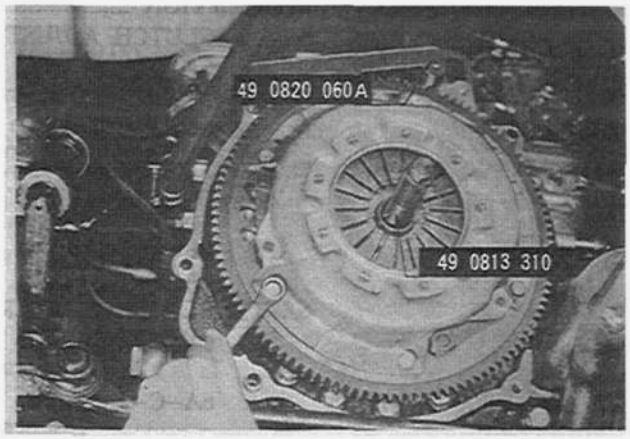

Fig. 6A–3 Removing of clutch cover assembly
4. Install the **clutch disc arbor** (Part No. 49 0813 310) as shown in Fig. 6A–3.